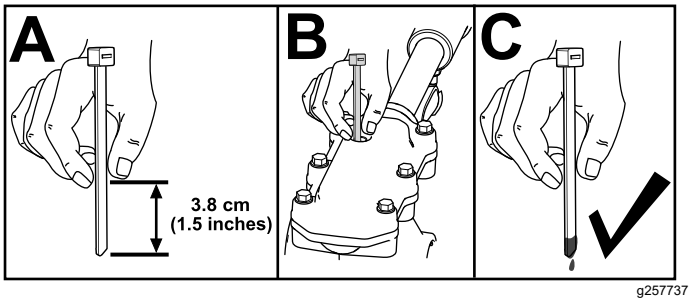

Figure 34
3. Contrôlez le niveau d'huile au moyen d'un dispositif de mesure adéquat, par exemple un serre-câble propre. Le niveau d'huile doit se situer à 3,8 cm (1,5 po) environ sous l'orifice de remplissage (Figure 34).